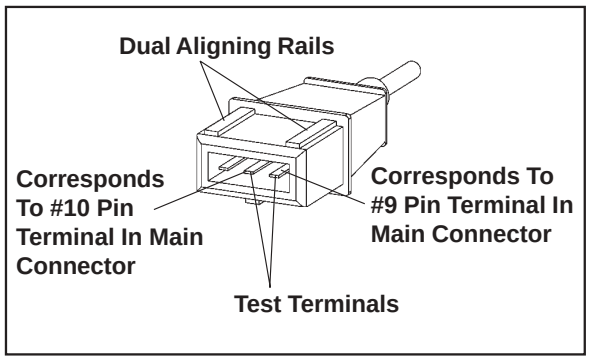

Figure 5B-4. Speed Sensor Connector.
6. Disconnect the speed sensor connector from the wiring harness. It is the connector with one heavy black lead (see Figure 5B-4). Viewing the connector as shown (dual aligning rails on top), test resistance between the terminals indicated. A reading of **750-1000 Ω** should again be obtained.